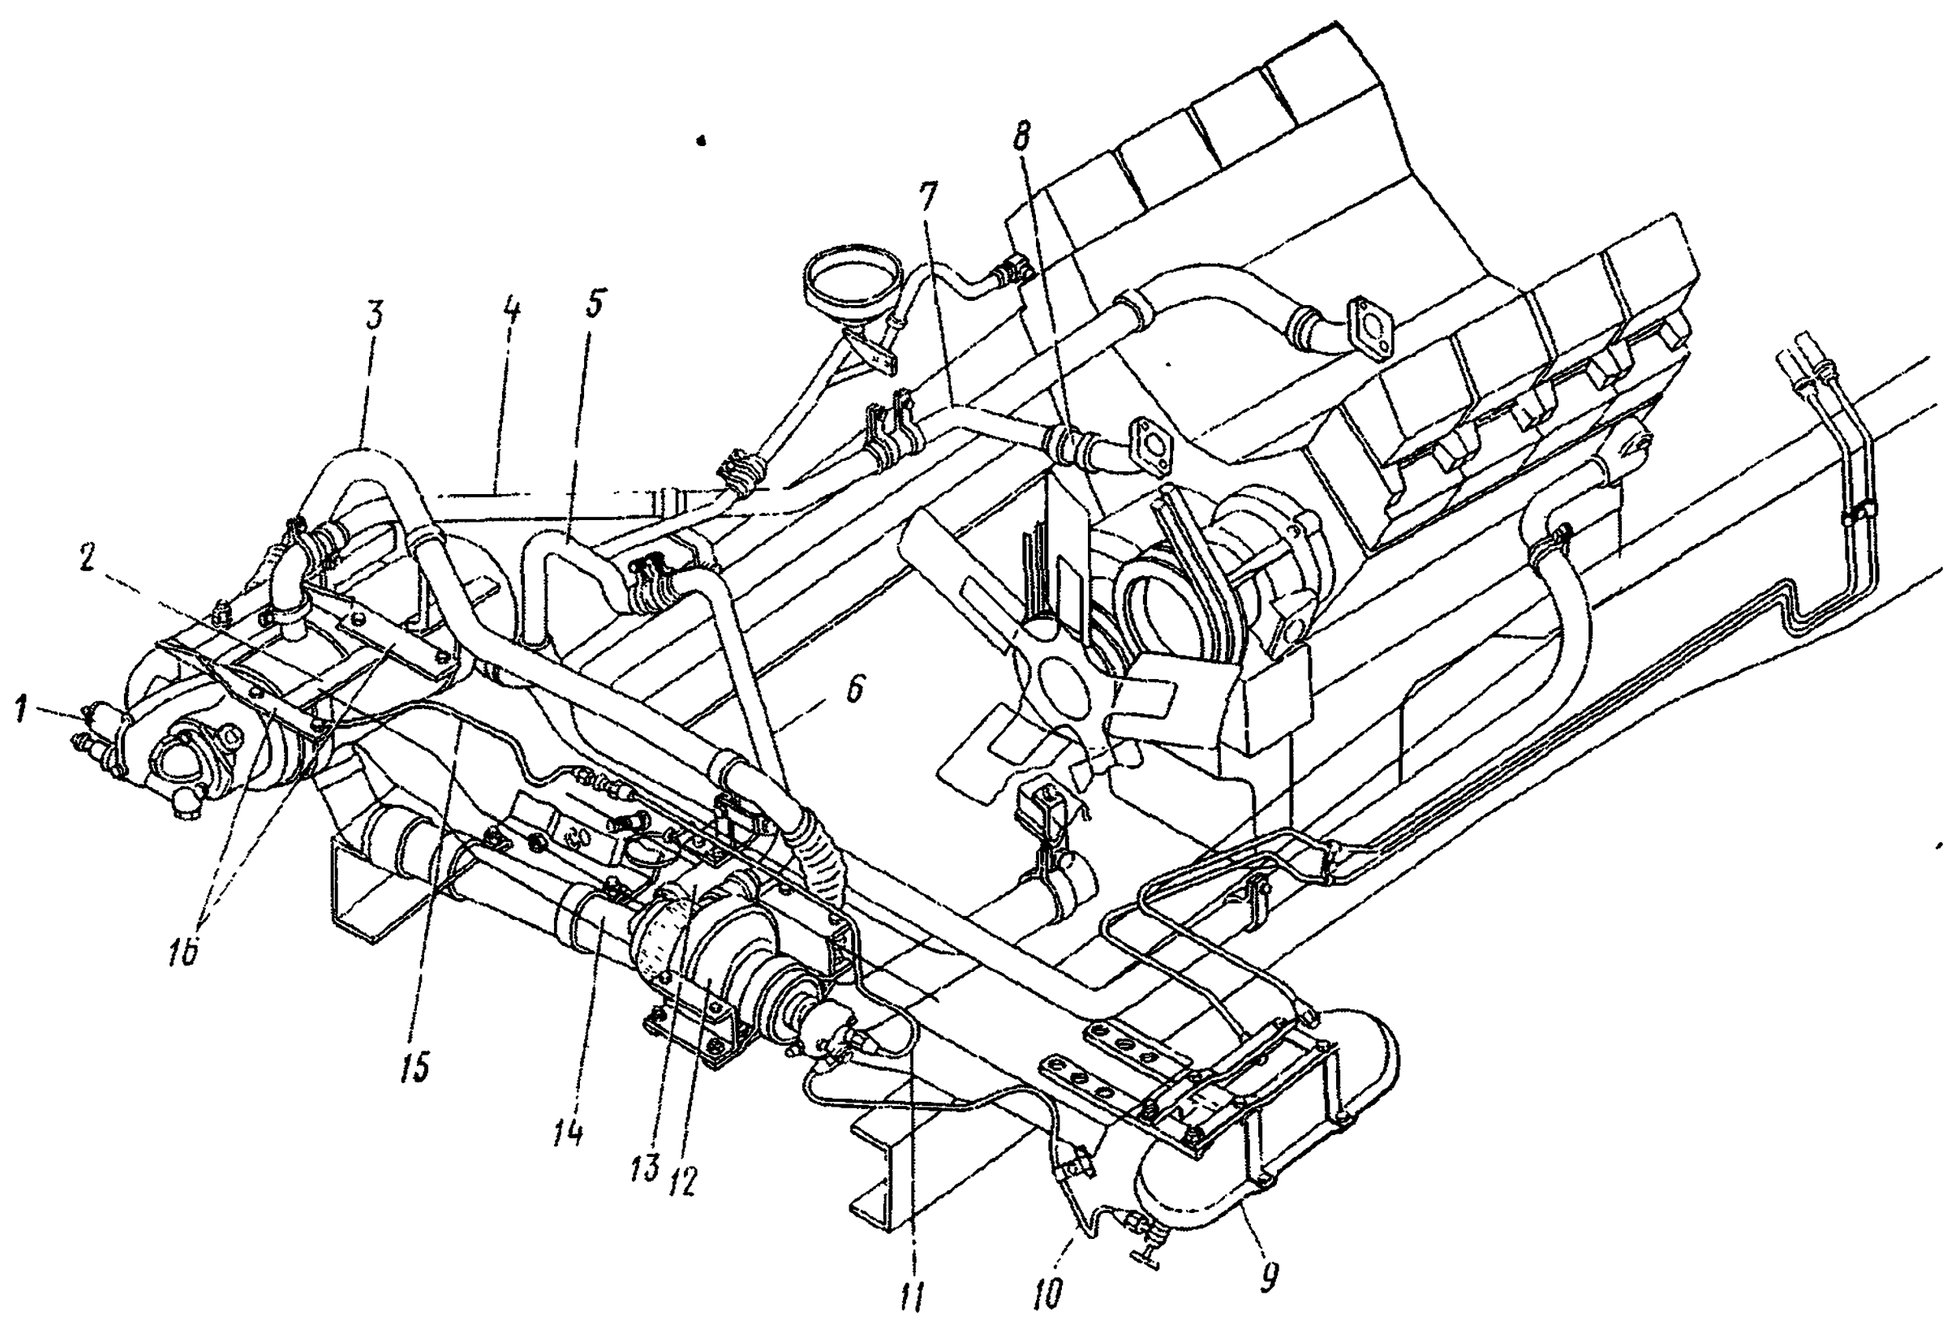

Рис. 24. Установка предпускового подогревателя на автомобиле:
3. Отверните накидные гайки трубки *10* (см. рис. 24) и трубки *11*	Ключ 17 мм